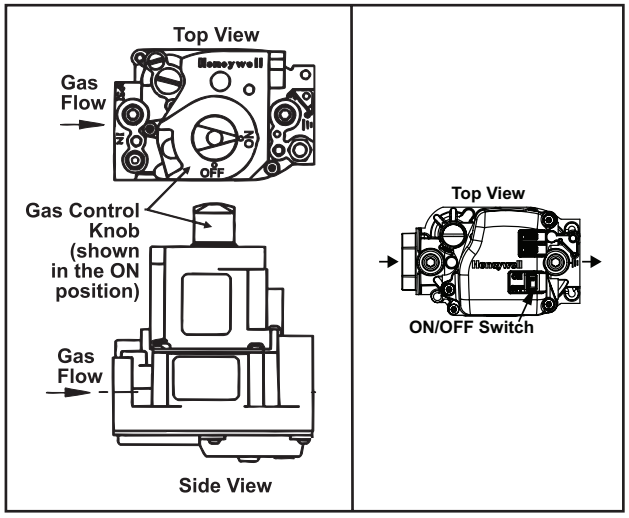

Figure 18. Gas Valve ON/OFF Control
3. Open access door and locate gas control (ON/OFF) knob or switch on gas valve (see **Figure 18**).